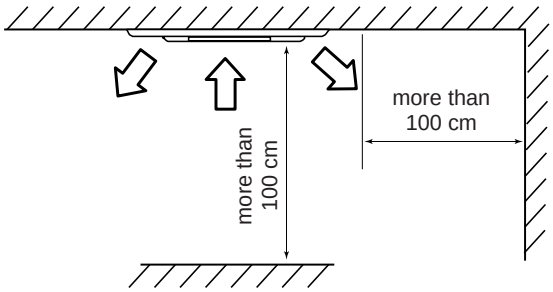

FIG.3
- Select the location where a space is more than 100 cm. as shown in fig.3 also ensure that the position does not interfere with light fitting, sprinkle head, etc.